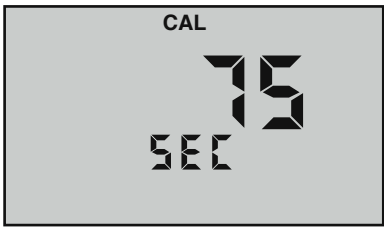

Figure 26
5. Press (▲ MS) or (MR ▼) to change the amount of time (see Figure 26). Maximum time of 75 seconds is shown.